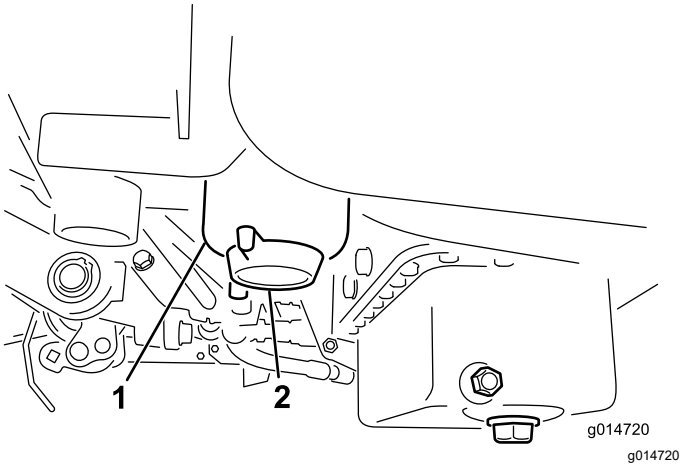

Figur 36
2. Rengör området där filterskålen ska monteras (Figur 36).
4. Öppna filtrets avtappningsplugg (Figur 36).